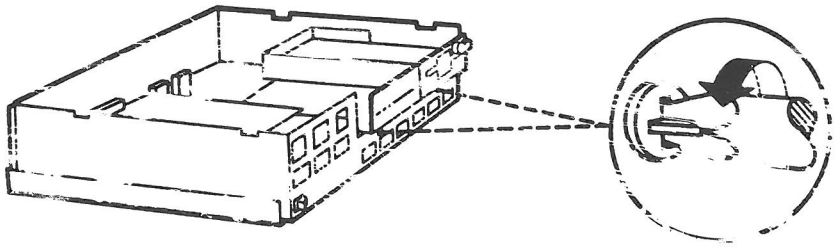

Bild 2-4 Laufwerkshalterung lösen
* Lösen Sie die zwei Kreuzschlitzschrauben an der Vorderseite (Bild 2-4).